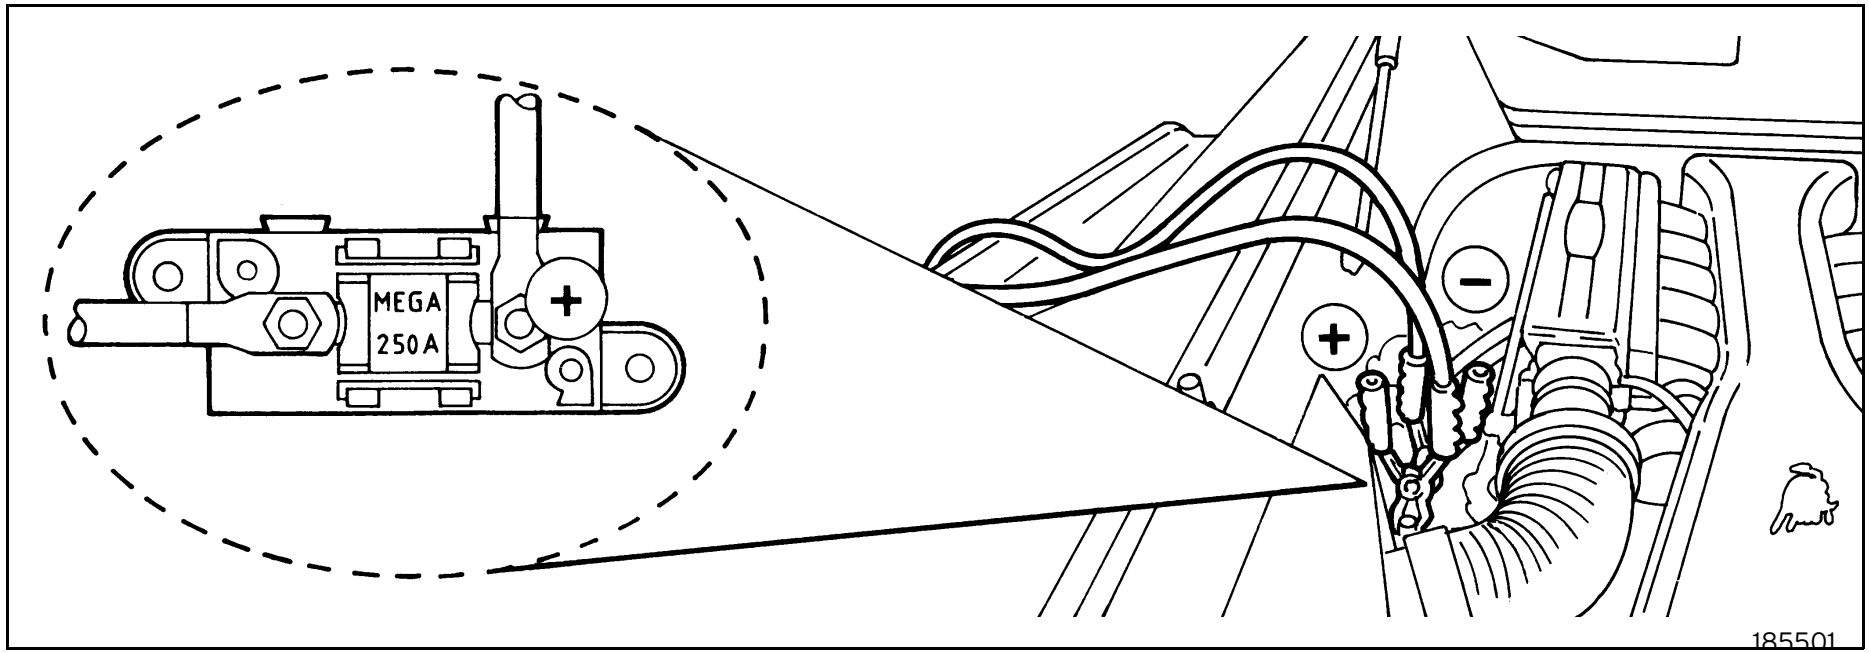

Fig. 1 - External battery connection
Should this operation be necessary it is important to connect the cable exclusively in the point indicated and enlarged in figure 1. Use an external battery with the same voltage (12 Volts) and connecting cables of a suitable type (minimum cable cross section 25 mm^2) The above procedure can also be used to connect an external battery charger.
- through cables connect the positive terminal of the emergency battery with the terminal indicated in figure 1;
- connect the negative terminal of the emergency battery as shown in figure 1;